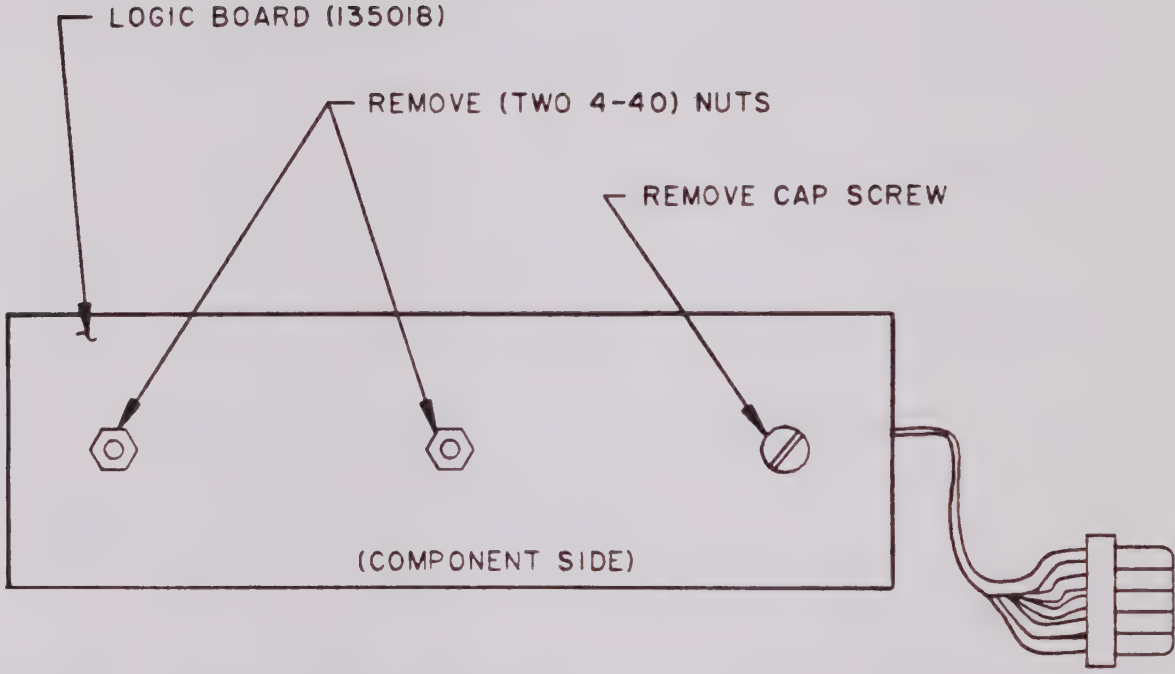

FIGURE 5-4
g. Refer to Figure 5-4. Remove cap screw from between PWR ON/OFF and HV ON/OFF switches.
h. Remove two 4-40 nuts from rear of assembly (Figure 5-4).
i. Remove Logic Card from Front Panel. (Figure 5-4)